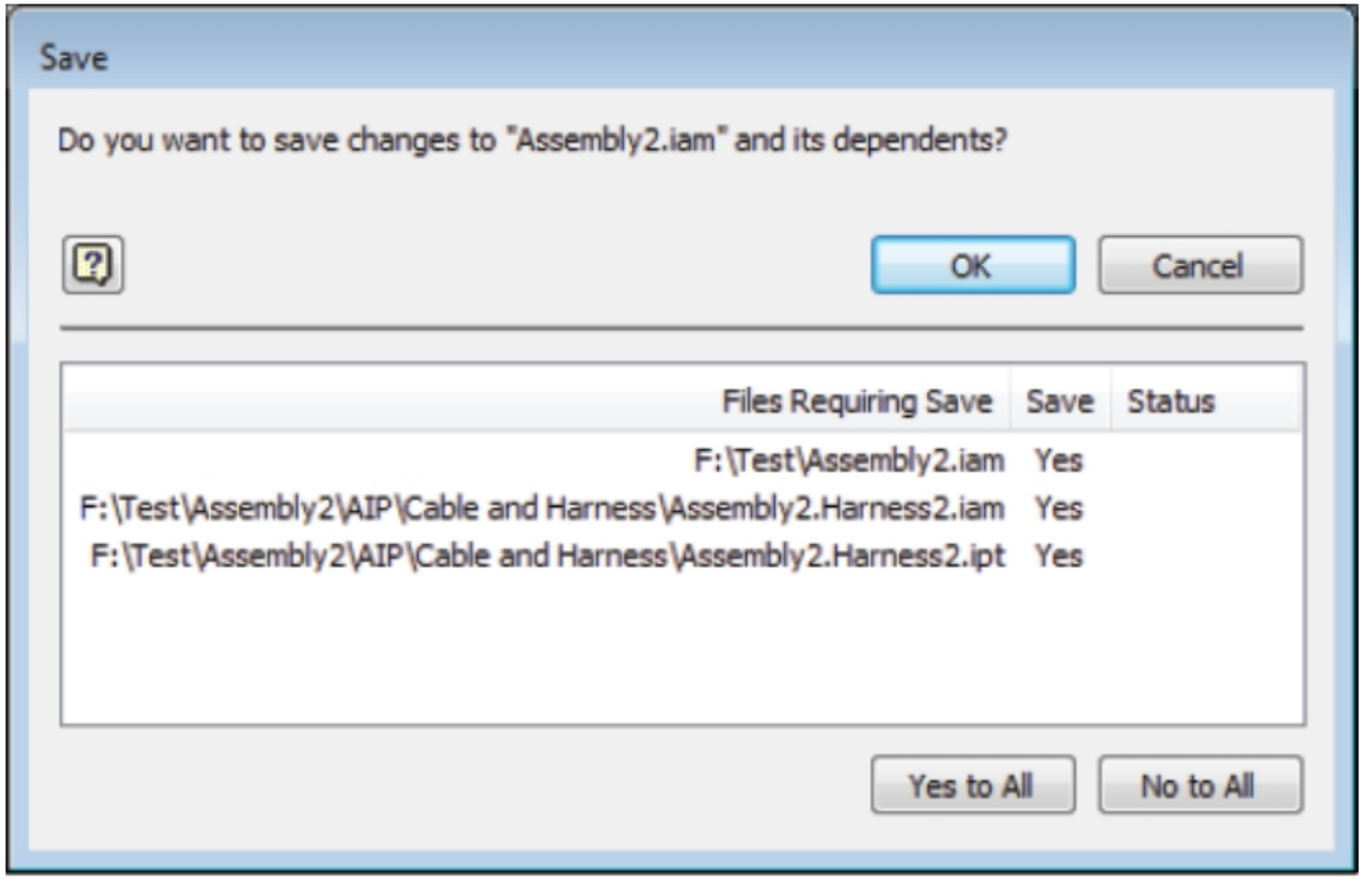

Figure-12. Save dialog box
- Select the link file earlier created by AutoCAD Electrical and click on the **Open** button from the dialog box. If there are unsaved changes in the assembly file then you will be asked to save the unsaved changes; refer to Figure-12.